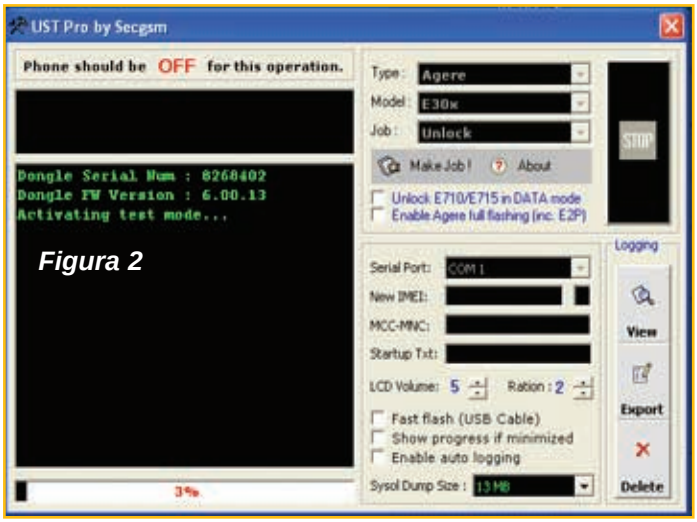

Figura 2
4) Presione el botón "Make Job!", el programa detectará automáticamente al teléfono celular y comenzará a liberarlo (figura 2).